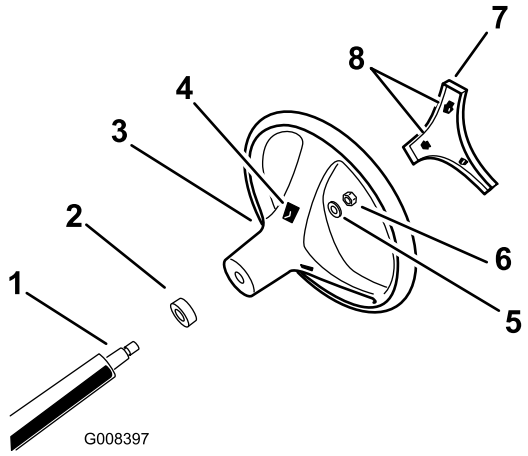

Figura 3
1. A través de los orificios de la parte trasera del volante, suelte las pestañas de retención de la cubierta central y retire la cubierta del volante (Figura 3).
2. Retire la contratuerca y la arandela de la columna de dirección (Figura 3).
3. Alinee el volante con las acanaladuras de la columna de dirección (Figura 3).
4. Monte la arandela y la contratuerca en la rosca de la columna de dirección (Figura 3).
6. Alinee las pestañas de retención de la cubierta central con los orificios del volante, y presione la cubierta sobre el volante hasta que las pestañas de retención encajen en su sitio (Figura 3).